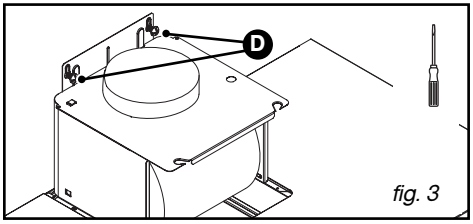

fig. 3
– Accrochez la hotte aspirante aux deux vis (D/fig. 3).